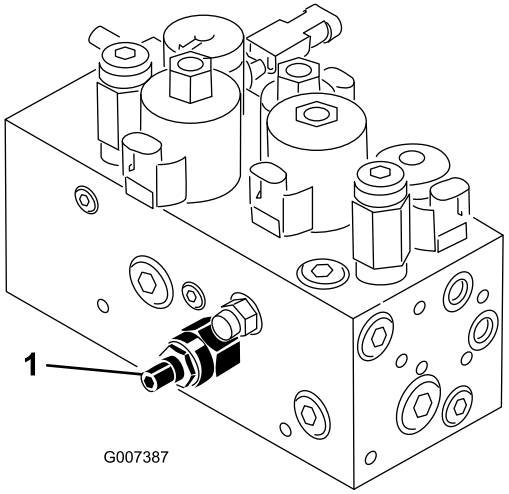

Figur 48
Kretsen for løfting og senking av klippeenheten er utstyrt med en mengderegulator (Figur 48). Denne ventilen er forhåndsjustert, men det kan hende den må justeres for å kompensere for forskjeller i oljetemperaturer, klippehastighet, tilbehør osv. Hvis du må justere den, fortsetter du på følgende måte:
1. Hev setet, og finn mengderegulatoren på den midtre trekkrammen (Figur 48) som er plassert på siden av den hydrauliske manifolden.